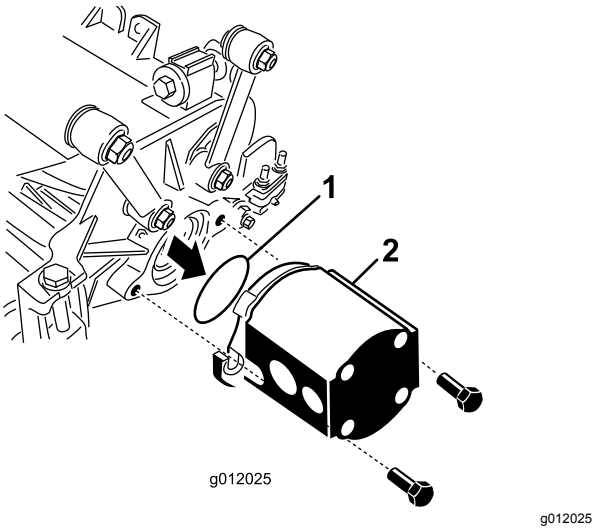

Figur 24
5. Sett på O-ringen (som følger med klippeenheten) på drivmotorens flens (Figur 24).
6. Monter motoren til drivenden av klippeenheten, og fest den med to hodeskruer som følger med klippeenheten (Figur 24).